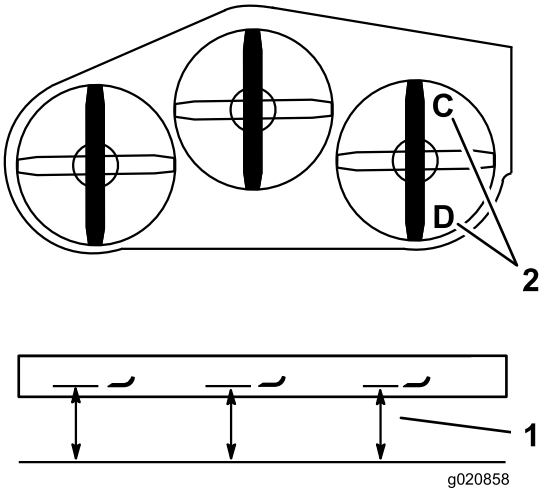

Figur 84
1. Ställ in den högra knivens främre–bakre lutning (Figur 84).
2. Mät den högra kniven vid punkt **C**, från en plan yta till knivens egg, och skriv upp måttet (Figur 84).
3. Mät den högra kniven vid punkt **D**, från en plan yta till knivens egg, och skriv upp måttet (Figur 84).
4. Gräsklipparkniven ska vara ca 6 till 10 mm lägre vid punkt **C** än punkt **D** (Figur 84). Fortsätt till nästa steg om detta inte är korrekt.